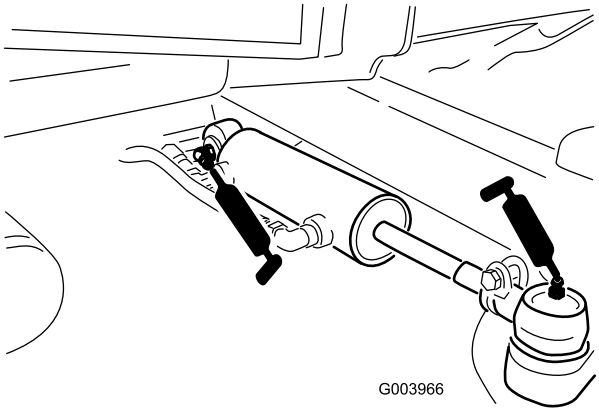

**Figuur 48**
- Kogelverbindingen van stuurcilinder (2) (Figuur 48)